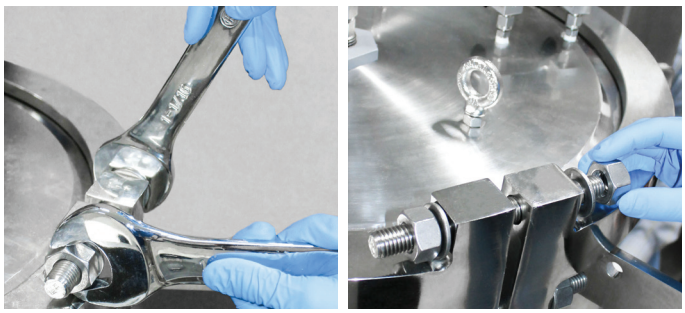

Figure 32. Reinstall the top head clamp.
17. Place the two clamp halves around the perimeter of the top head assembly and barrel flange joint; see Figure 32. If necessary, use a heavy plastic-faced mallet to line up the holes in the clamp halves.
18. Slide the threaded studs and washers through the clamp holes and snugly tighten the nuts on each side using a pair of appropriate wrenches (see Figure 32) or one wrench and a deep-socket and ratchet; then use a torque wrench to torque the nuts to 34 Nm (25 ft-lb). Ensure that the space between the clamp halves is distributed evenly on both sides. The gap should be approximately 10 mm (0.4") on both sides and the clamp must make contact with the head all the way around.